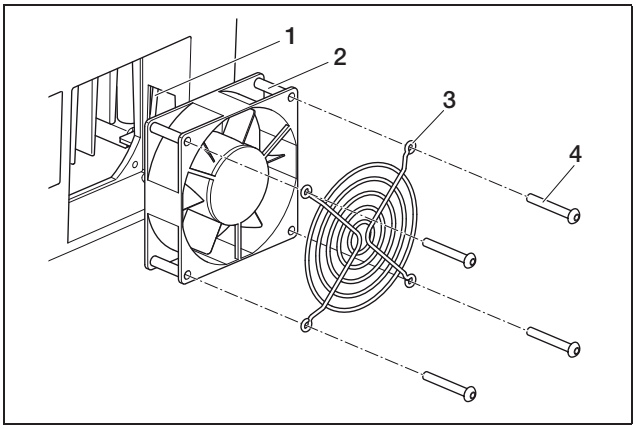

Abbildung 83: *Lüfter ausbauen (convert 3T/3.5T/4T/5T)*
- convert 3T/3.5T/4T/5T: Lösen Sie die Schrauben (*4* in Abb. 83) und nehmen Sie das Lüftergitter und den Lüfter vorsichtig heraus.